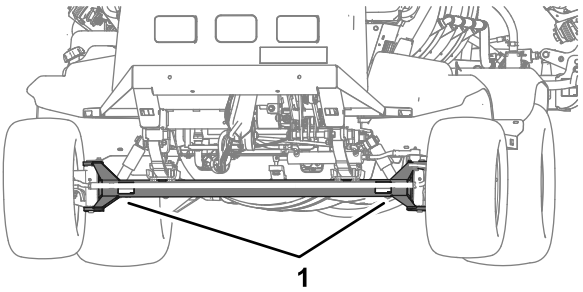
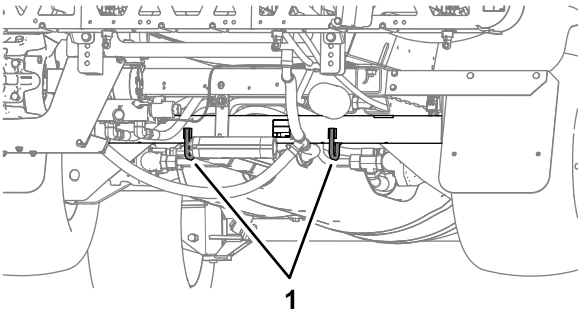

Bild 53
Bild 54
- Befestigen Sie die Maschine sicher am Transportfahrzeug; in Bild 53 und Bild 54 sind die Vergurtungsstellen an der Maschine abgebildet.